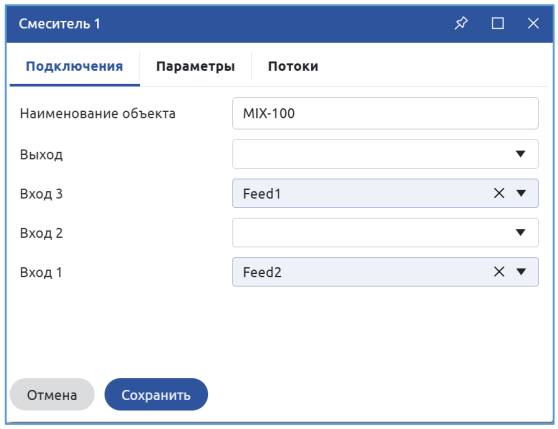

Рисунок 11. Смеситель. Подключения
a. На вкладке «Подключения» изменяем наименование объекта на «MIX-100», подключаем входные потоки «Feed1» и «Feed2» ко входам «Вход 3» и «Вход 1» соответственно (Рисунок 11);